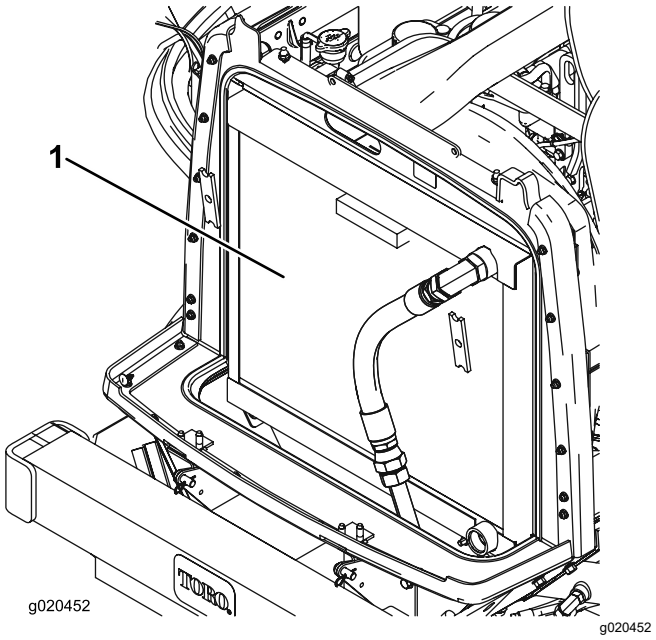

Figur 112
3. Rengör på båda sidor om kylaren/oljekylaren ordentligt med tryckluft (Figur 112).